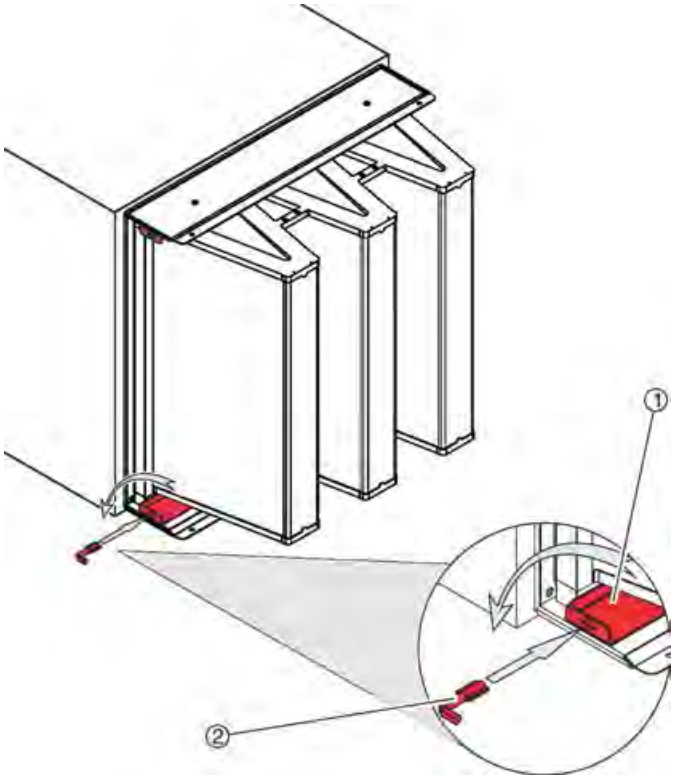

Fig. 23: Indsætning af specialnøglen
3. ▸ Sæt den specielle nøgle (Fig. 23 /2) ind i fordybningen i hver spændeskinne (Fig. 23 /1), og drej den mod uret 90 .